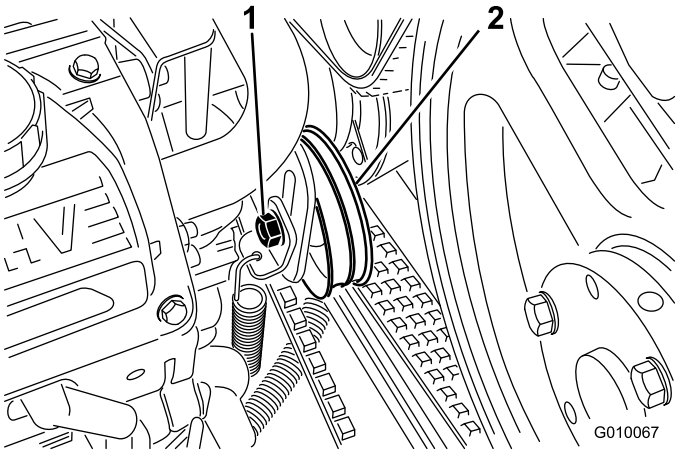

**Rysunek 57**
3. Poluzuj śrubę koła pasowego luźnego paska pompy na tyle, aby umożliwić ruch w granicach zakresu regulacji (Rysunek 57).